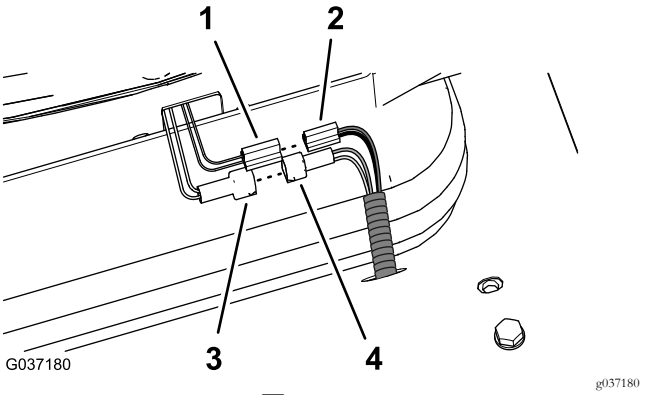

図 24
7. 座席の後ろ側にある、座席スイッチ用の2ピンコネクタ黄色線と灰色線を、リレーハーネスの2ソケットコネクタ白線と黒線に、図 24 のように接続する。
3. エアサスペンション用の2ブレードコネクタを、350cm キット用のワイヤハーネスの2ソケットコネクタ黒線と赤線に接続する図 24 リ